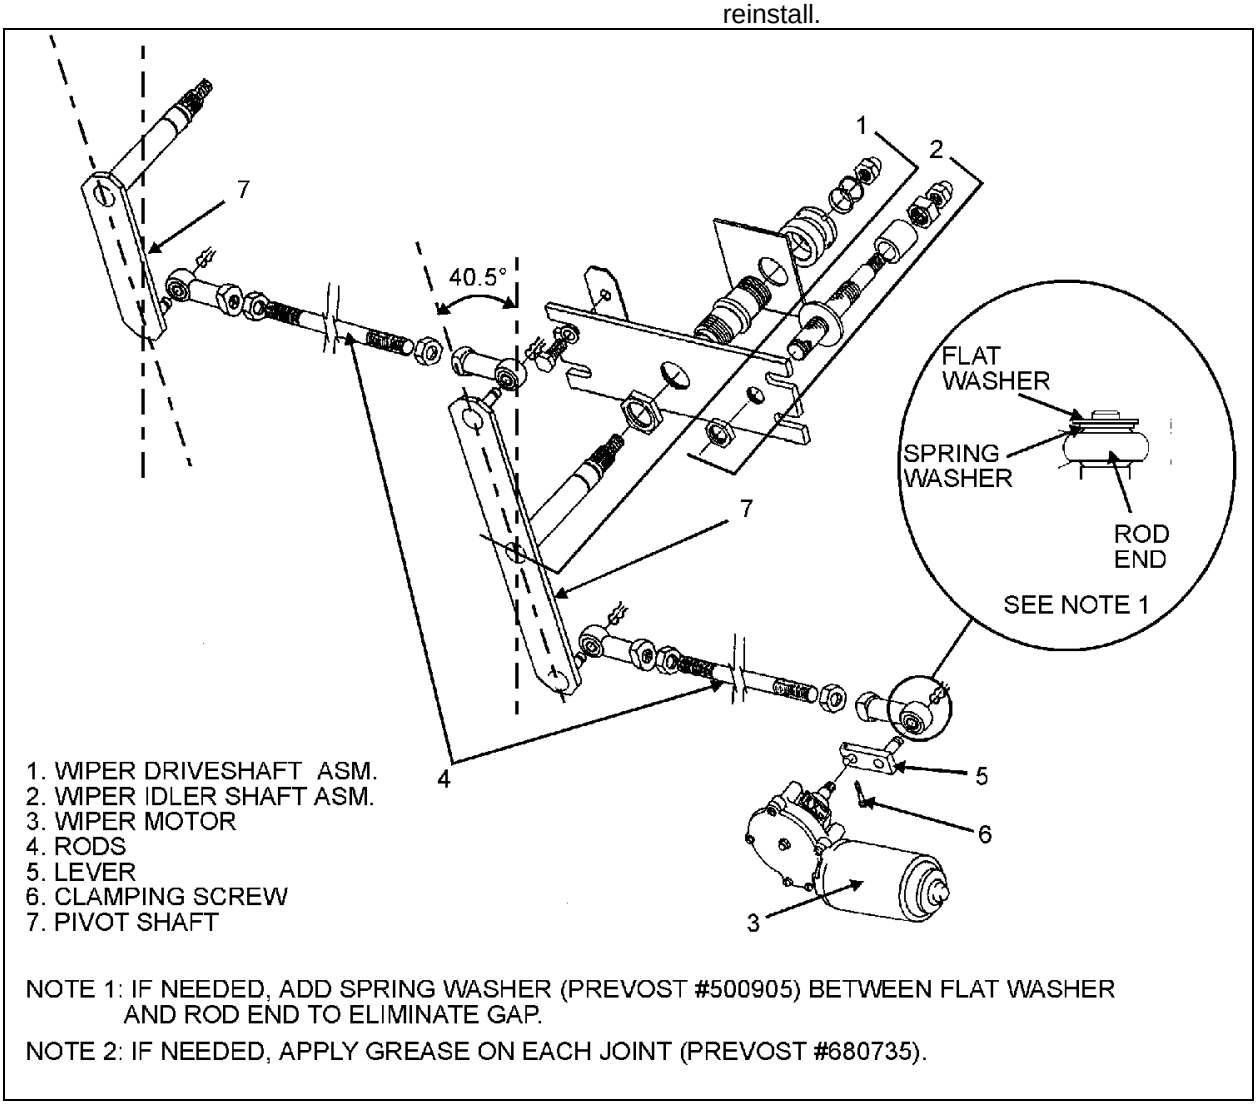

**FIGURE 38: LOWER WINDSHIELD WIPER INSTALLATION** **23088**
4. Adjust the rod located between right pivot shaft and motor to a 40.5$^{o}$ angle (Figure 38). The motor lever must be on the same axis as the rod.